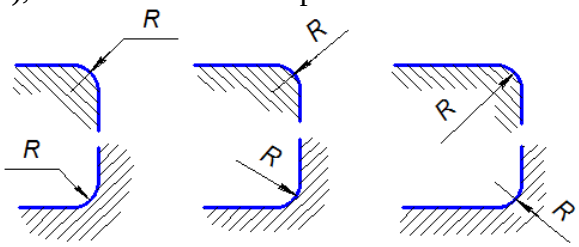

Рис.1.17
19. Размеры радиусов наружных и внутренних скруглений наносят, как показано на рис. 1.17. Способ нанесения определяет обстановка. Скругления, для которых задают размер, должны быть изображены. Скругления с размером радиуса (на чертеже), менее 1 мм не изображают.